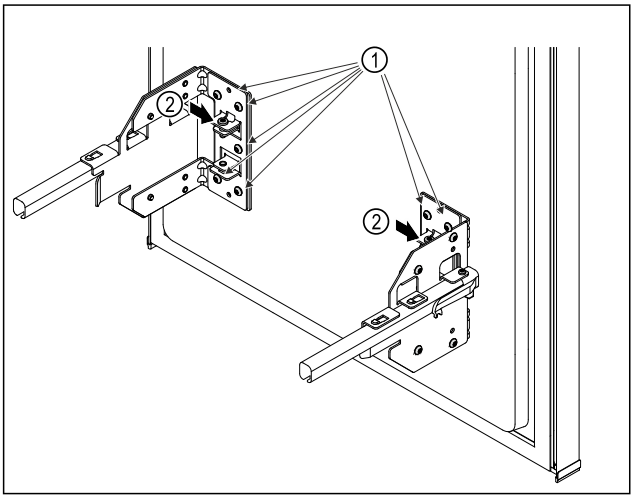

Fig. 10
- ▶ Schrauben *Fig. 10 (1)* leicht lösen.
- ▶ Schrauben *Fig. 10 (2)* drehen, um den Auszugswagen nach oben oder unten zu verschieben.
- ▶ Schrauben *Fig. 10 (1)* bis zum Anschlag festziehen.